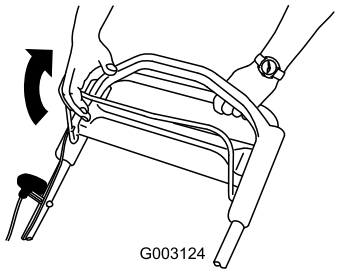

Figure 26
2. Pull the blade control bar to the handle (Figure 26).